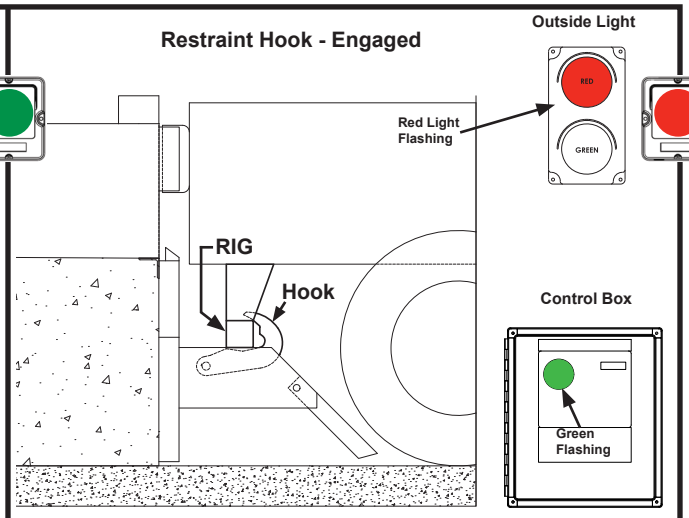

Figure 14
3. Restraint will ENGAGE on transport vehicle RIG. (See Figure 14)